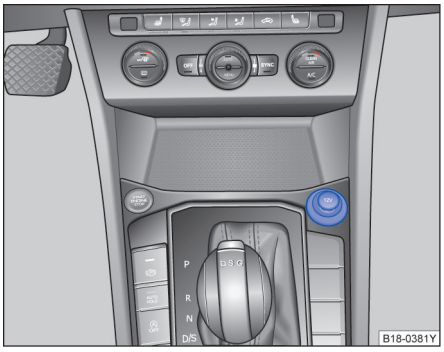

图 95 前部点烟器
- 在点火开关已打开的情况下将点烟器的点烟器按钮压入⇒图 95。